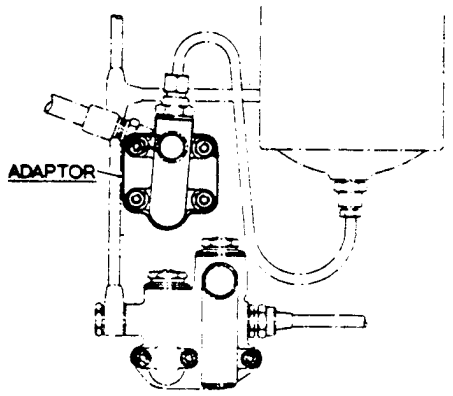
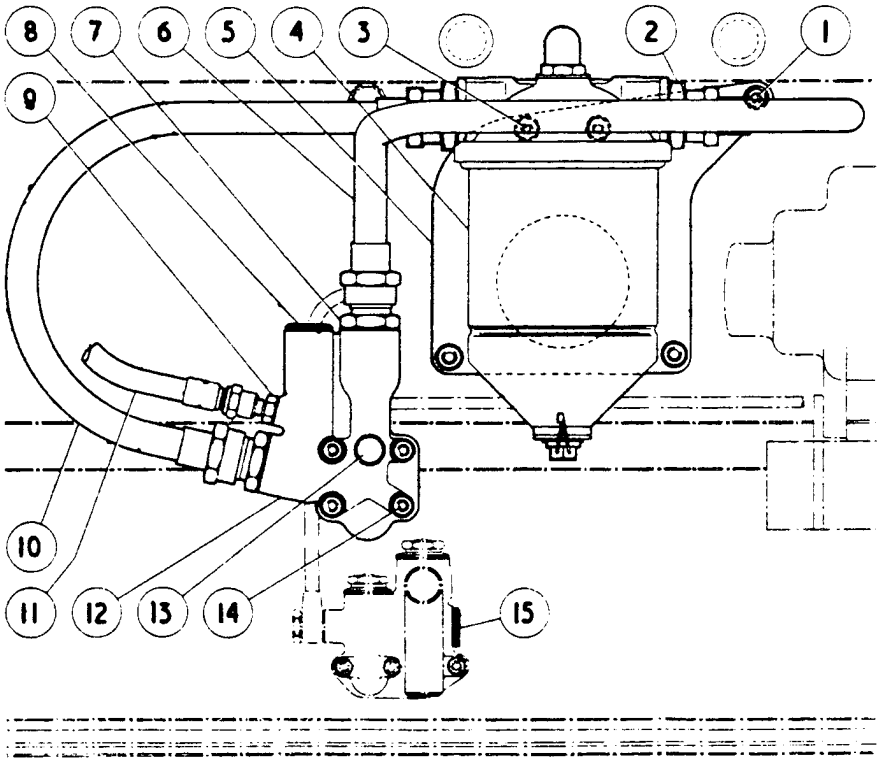

FIG.1.ADAPTOR-OIL FEED(EARLIER TYPE)
FIG. 3. FRONT ELEVATION - FULL FLOW OIL FILTER.
The crankcase casting was altered for this purpose, the vertical passage to the gallery being diverted to the lower orifice of a new "external" facing approximately 3"(76m/m) above the oil relief valve unit; the upper orifice in this facing communicating with the gallery. The pipes leading to and from the Vokes filter, and also the oil pressure gauge pipe, are connected to an adaptor mounted on the facing. Fig.3 illustrates the external layout, but depicts a Vokes E-62 filter(centre bolt lid fixing)which is now used instead of the E-30 type (six bolt lid fixing).
SCHEME 'A' conforms to the layout shown in Fig.3, and is relatively simple in installation, being confined to external alteration only. It can be applied to engines, the crankcase of which have the adaptor facing referred to above. Generally speaking, this modification to the crankcase was first introduced at the commencement of 'H' series to provide a means of employing full flow filtration on unit test, and in anticipation of the scheme becoming standardised later. Crankcases of this type may be recognised by reference to Figs. 1 & 2, which show special adaptors used in conjunction with the original By-Pass Filters.
3. INSTRUCTIONS FOR FITTING: (REFER TO FIG.3)